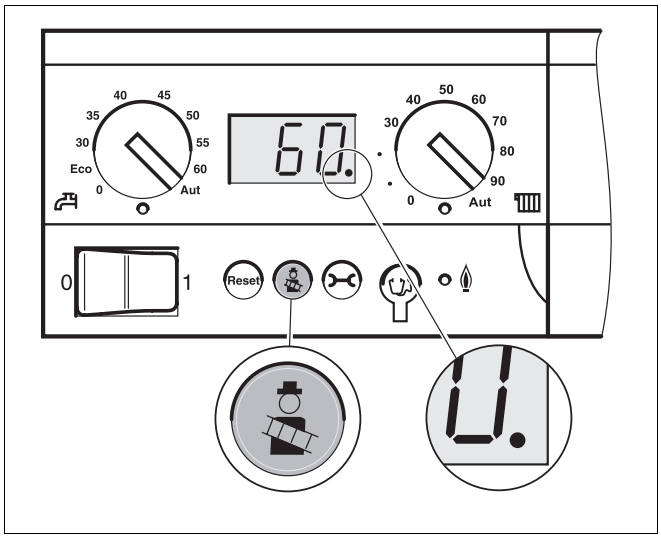

Abb. 43 Basiscontroller Logamatic BC10
- Abgastest am Basiscontroller Logamatic BC10 aufrufen, hierzu Taste „Abgastest“ solange drücken, bis der Dezimalpunkt in der Statusanzeige erscheint (Abb. 43).